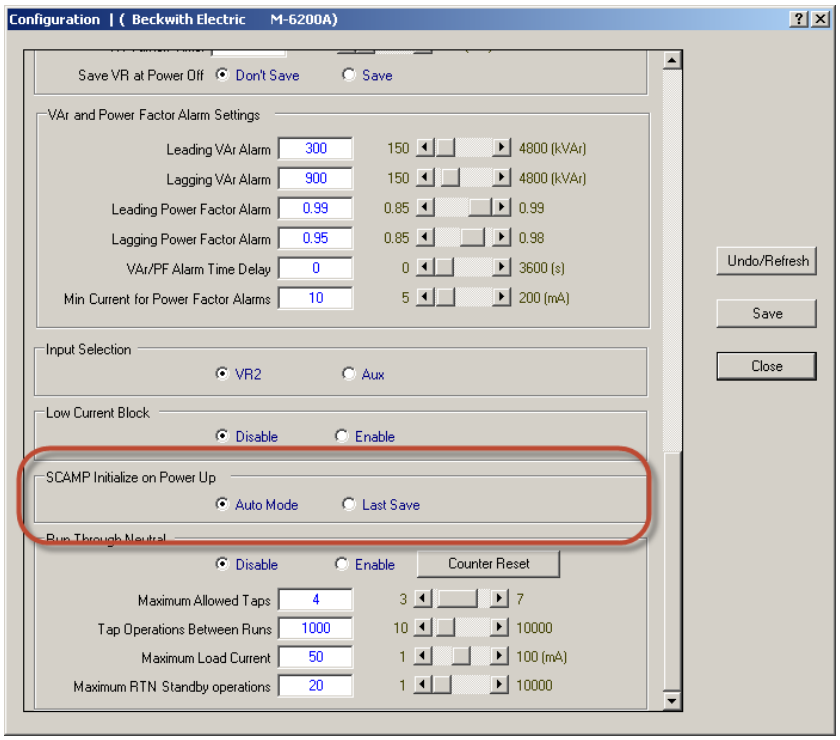

Figure 4-25 Configuration (SCAMP Initialize on Power Up) Dialog Screen
1. Select **Setup/Configuration** from the TapTalk toolbar. TapTalk will display the "Configuration" dialog screen (Figure 4-25).